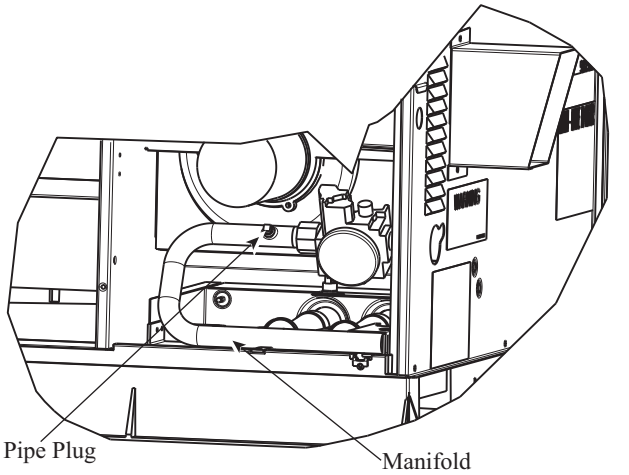

Fig. 21 - Burner Assembly
b. Remove pipe plug on manifold (See Fig. 21) and connect manometer. Turn on gas supply to unit.
c. Replace pipe plug on manifold (See Fig. 21).